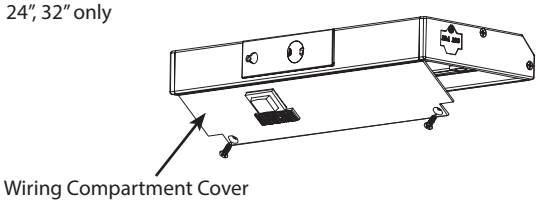
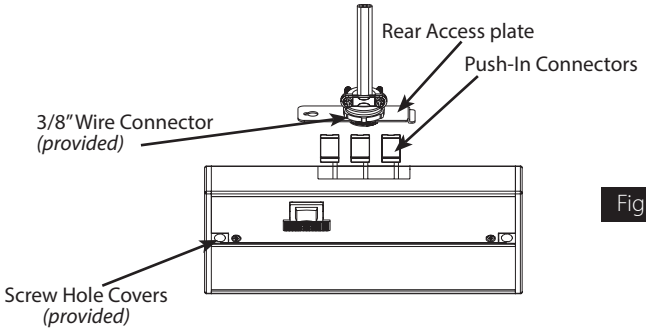

Fig: 3
Fig: 4
3. To access internal wiring remove **Wiring Compartment Cover** *(Fig. 3)*. Feed wires through **3/8" Wire Connector** *(provided)* and install connector to **Rear Access Plate**. Wire cable to **Push-in Connectors**. Secure **Rear Access Plate** to fixture *(Fig. 4)*.